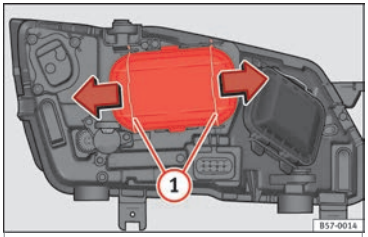

Fig. 105 In the engine compartment: remove the lid.
2. Move the loops ››› **Fig. 105** (1) in the direction of the arrow and remove the cover.